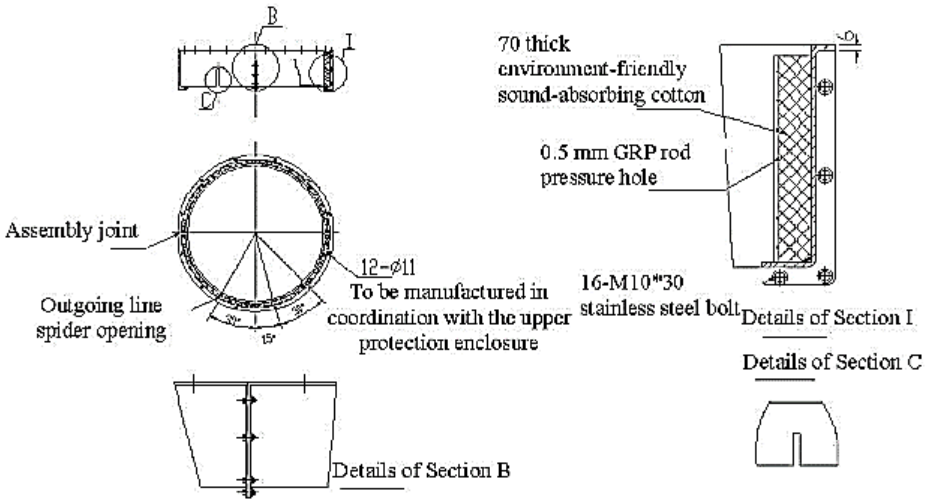

Figure 11: Structure of Side Noise Enclosure
14.2.4.6.1- Refer to **Figure 11** for the installation of the side noise enclosure.